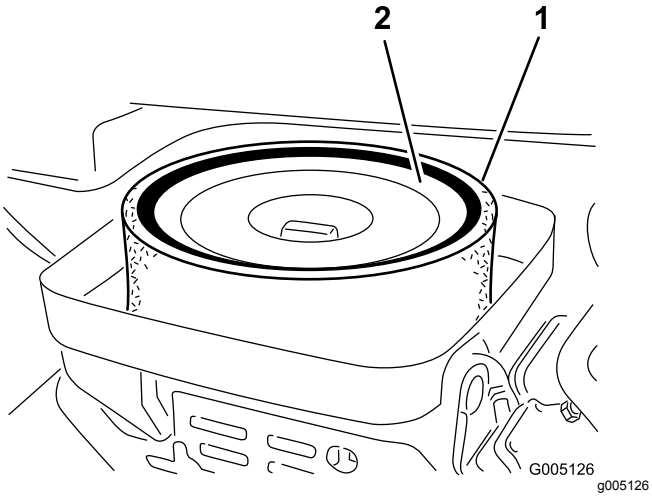

Figura 31
3. Retire la tuerca de orejeta que sujeta los elementos a la carcasa del limpiador de aire (Figura 31).
4. Si el elemento de espuma está sucio, sepárelo del elemento de papel (Figura 31). Límpielo a fondo, de la manera siguiente: